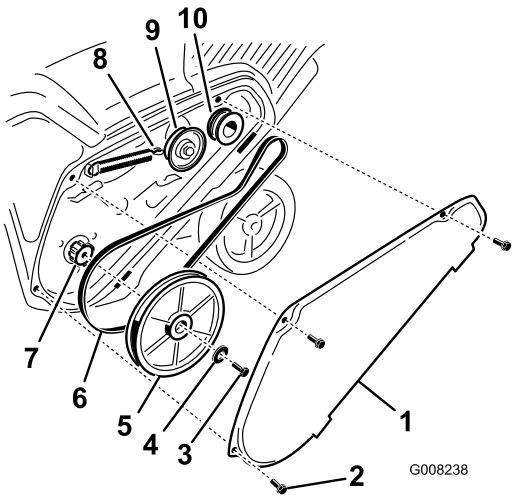

Figure 37
1. Enlevez le couvercle de la courroie d'entraînement après avoir retiré les 3 boulons comme illustré (Figure 37).
2. Décrochez le ressort de frein du bras de la poulie de tension pour détendre la courroie (Figure 37).
3. Enlevez la vis et la rondelle bombée qui retiennent la poulie de rotor (Figure 37).
4. Retirez la poulie de rotor et la courroie d'entraînement (Figure 37).
Remarque: Acheminez la courroie neuve autour de la poulie du moteur, puis de la poulie de tension, et enfin autour de la poulie de rotor desserrée, située juste au-dessus de l'arbre de rotor (Figure 37).
6. Montez la poulie de rotor sur l'arbre de rotor (Figure 37).
7. Montez la rondelle bombée et le boulon de fixation de la poulie de rotor, et serrez-les solidement (Figure 37).